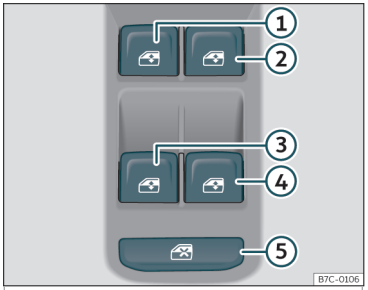

Fig. 82 Detail of the driver's door: window controls.
The safety control››› **Fig. 82** ⑤ on the driver door can be used to disable the electric window buttons on the rear doors.